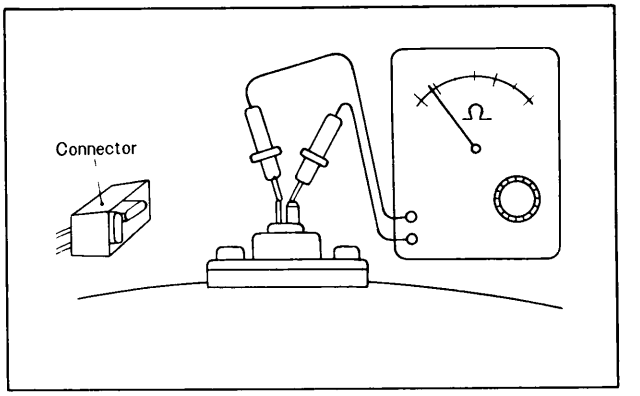

Fig. 1A–43 Checking of thermosensor
2. Connect the ohm meter as in Fig. 1A–43, and check the resistance. Reading of **under 200 kΩ** indicates that the thermosensor is normal.